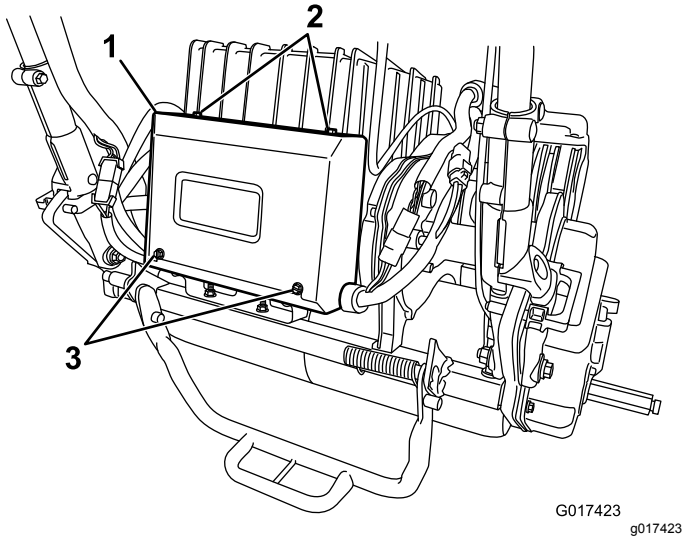

**Rysunek 41**
2. Odkręć 2 śruby z tyłu skrzynki elektrycznej i poluzuj 2 górne śruby, a następnie zdejmij pokrywę skrzynki (Rysunek 41).